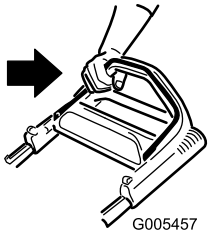

Figur 12
1. Hold bøjlen til knivens kraftudtag helt op mod håndtaget (Figur 12).